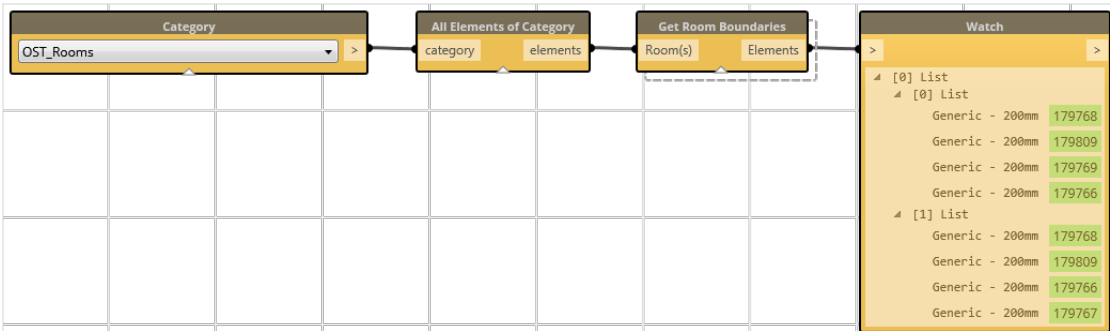
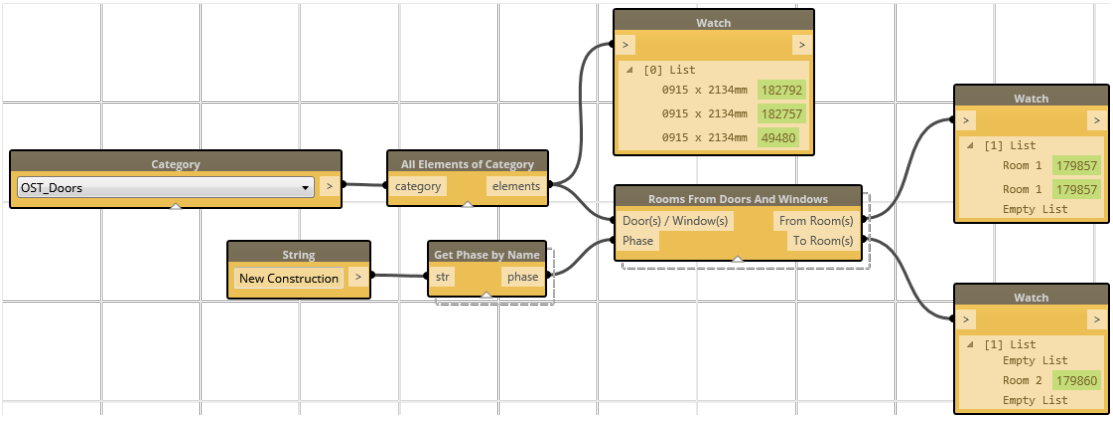

Fig. 8: Getting the bounding elements of a list of rooms
Fig. 9: Getting rooms from doors
- Finding the bounding elements of a room (see Fig. 8) or finding rooms by the doors and/or windows that lead to them (see Fig. 9)[40]